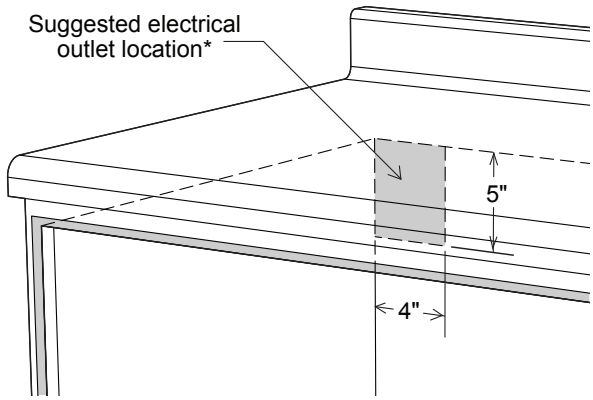

Figure 6
- Les dimensions indiquées à la Figure 3 (installation standard) ou à la Figure 4 (installation encastrée) doivent être utilisées. Les dimensions données donnent le dégagement minimum. Localiser la prise de courant dans la zone ombragée dans le coin supérieur gauche de la découpe. Consulter la Figure 6.